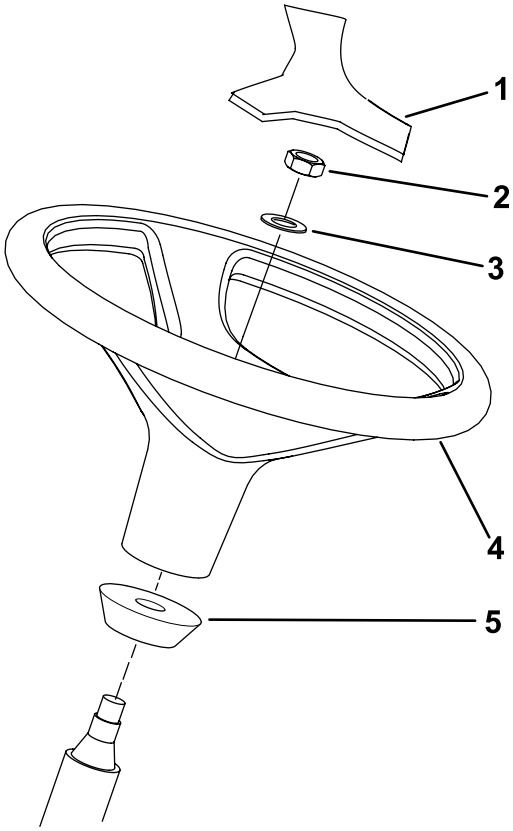

Figur 13
1. Lossa ratten från leveransplattformen (Figur 13).
Obs: Kontrollera att skumstoppringen sitter kvar på styraxeln (Figur 13).
3. Skjut på ratten och brickan på styraxeln (Figur 13).
5. Montera skyddet på ratten (Figur 13).